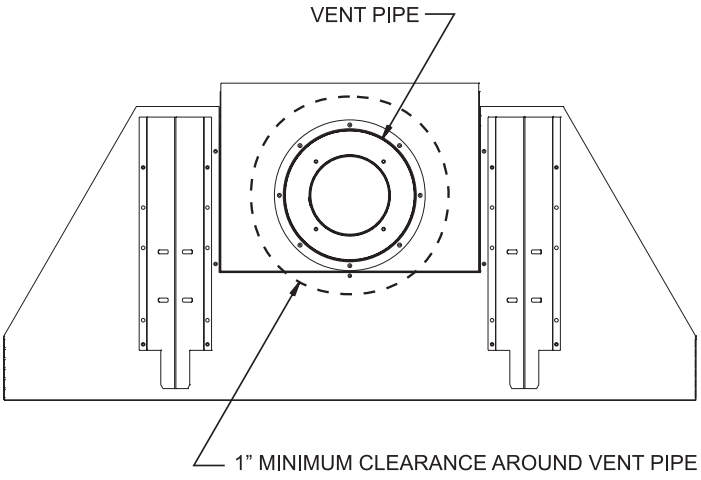
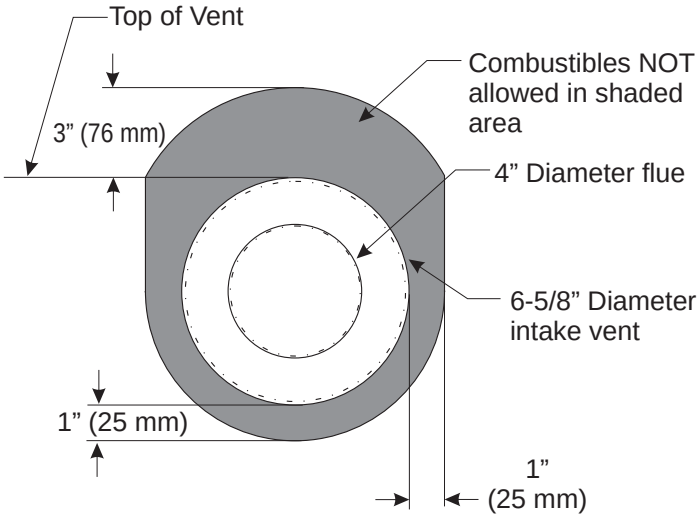

**Figure 22**
**Figure 23 - Hard Pipe Vent Clearance**
***NOTICE***: Maintain one inch of clearance to combustibles around vertical vent pipe. **See Figure 22.** For horizontal vent systems, maintain a minimum 1-inch clearance from the bottom and sides of the vent to combustibles and a 3-inch clearance above the vent pipe above the vent pipe to combustibles. **See Figures 23 and 24.**